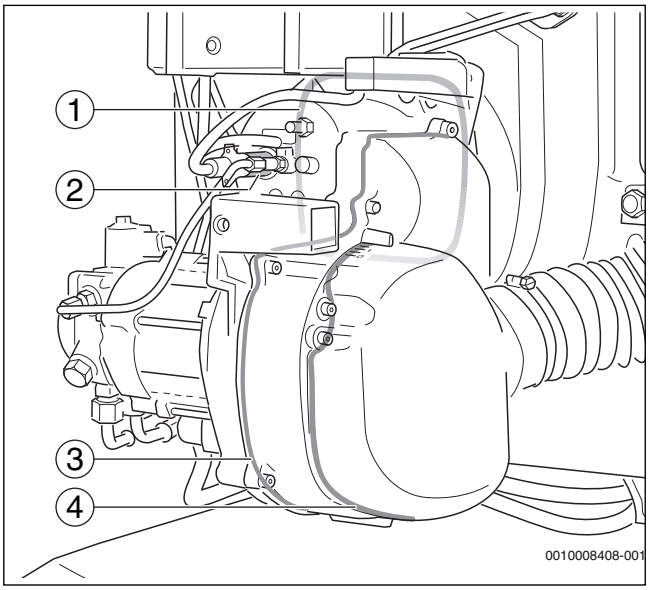

*Bild 42 Zusätzliche Abdichtung*
- Flachdichtung zum Brennerflansch (→Bild 42, [1])
- Halter zur Aufnahme des Flammenfühlers (→Bild 42, [2])
- Gehäuseboden mit Rundschnurdichtung (→Bild 42, [3])
- Abdichtung zum Schalldämpfer (→Bild 42, [4])